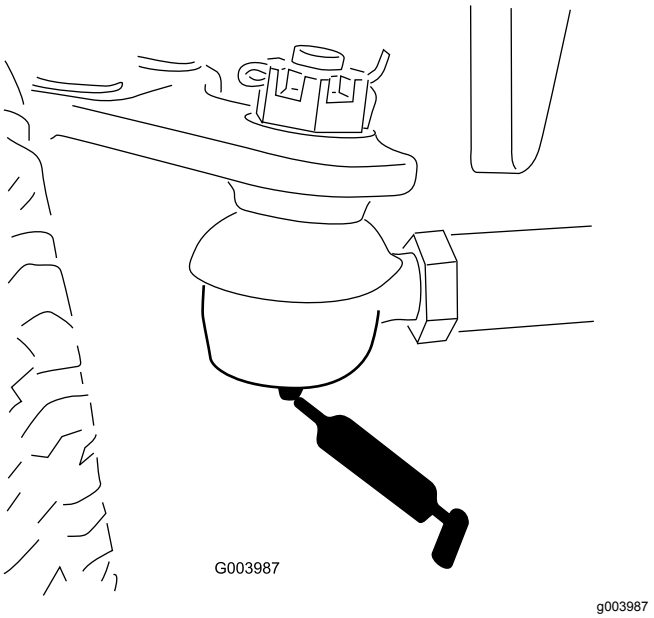

Figur 31
- Bakakselens parallellstag (2) – Figur 31